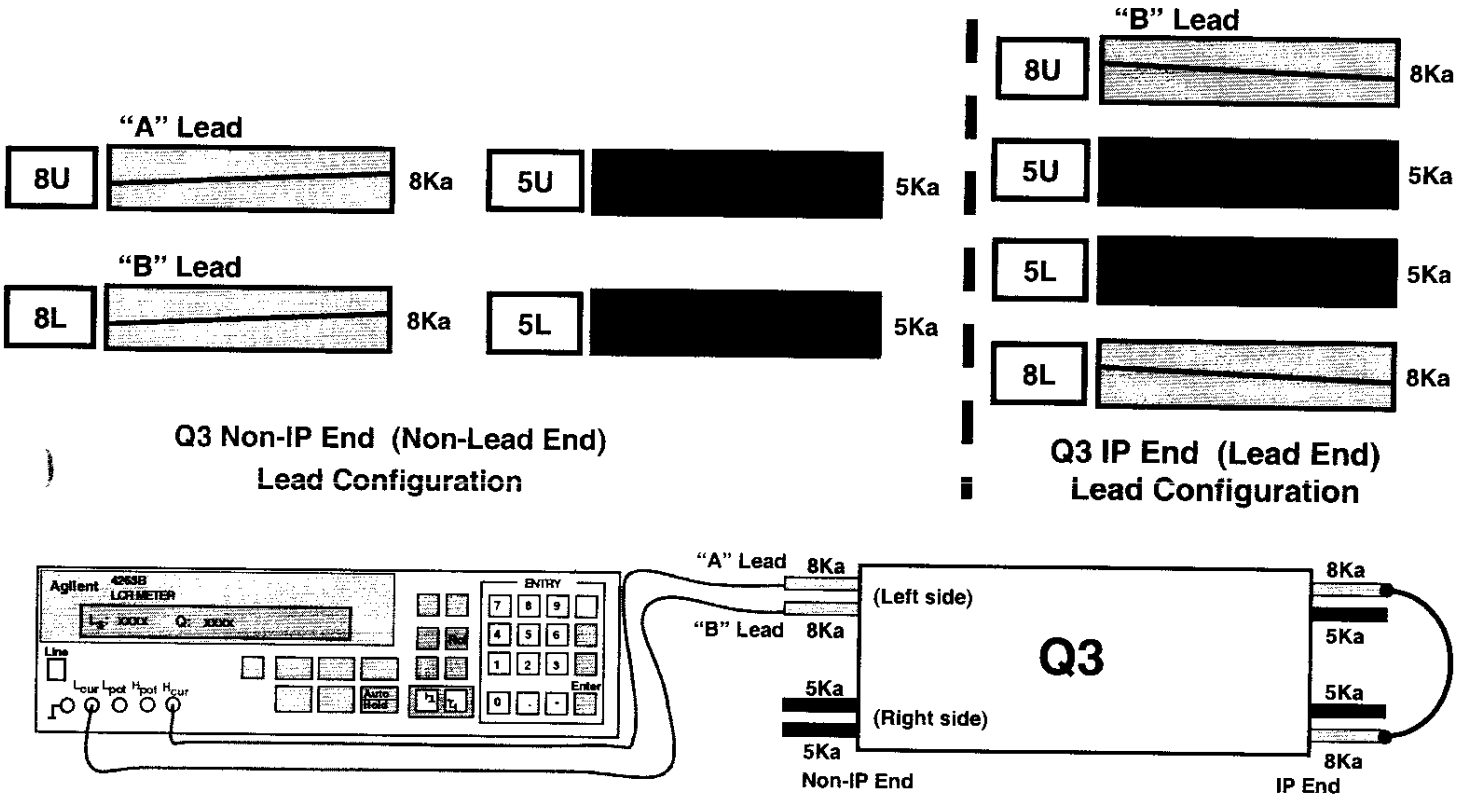

Figure 18.1-B
6. Connect H_{cur} to "A" power lead as shown in figure 18.1-B.
7. Connect L_{cur} to "B" power lead as shown in figure 18.1-B.